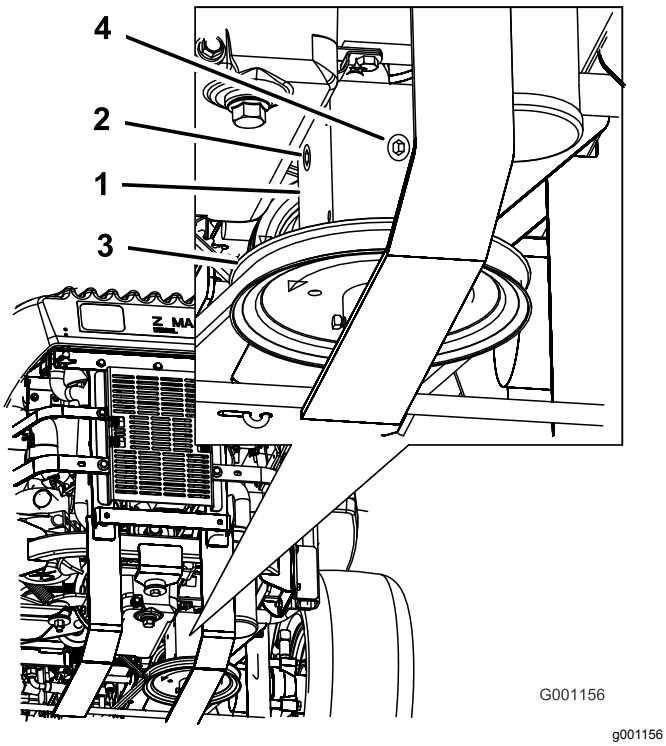

Figur 80
3. Ta bort pluggen på växellådans sida eller baksida (Figur 80).